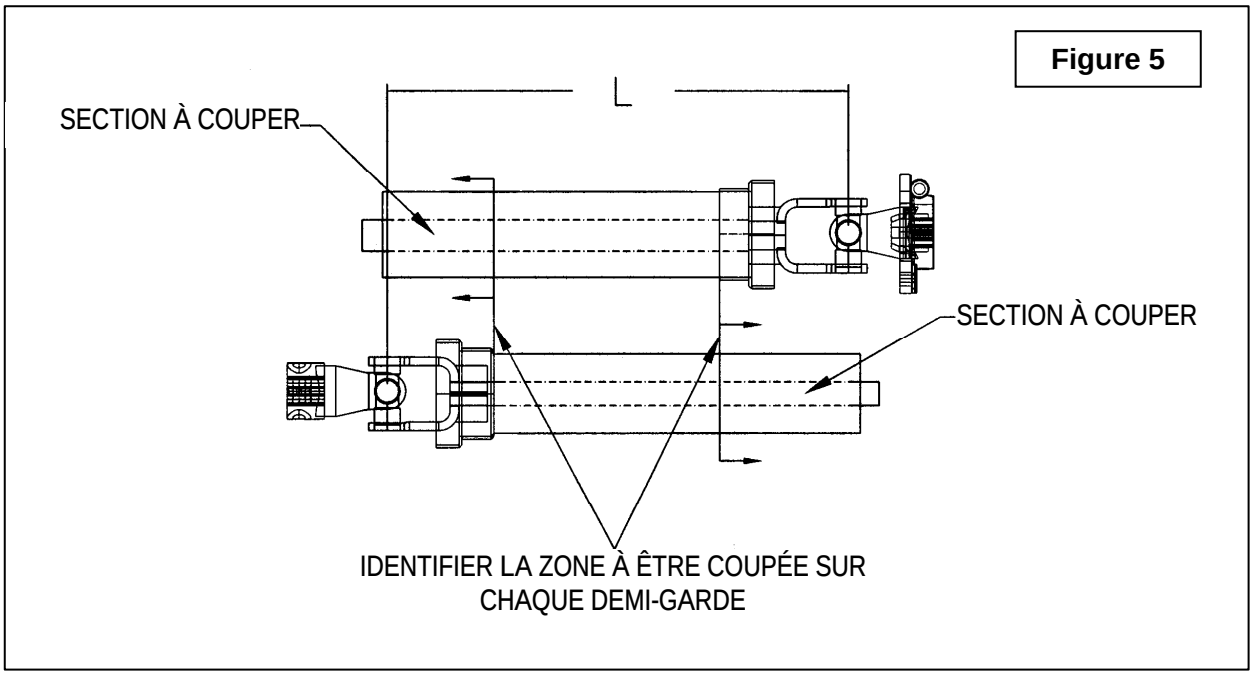

Figure 5
2. Choisir dans le tableau ci-contre le facteur **"Y"** d'après la catégorie de l'attache et déduire ce nombre de **"X"** pour déterminer **"L"** (figure 5) qui est la longueur centre en centre entre les joints universels.
3. Placer les deux demi arbres l'un à côté de l'autre et trouver la longueur **"L"** entre les deux centre en centre des joints universels. Identifier la zone à être couper sur chaque demi-garde tel qu'illustré à la (figure 5).